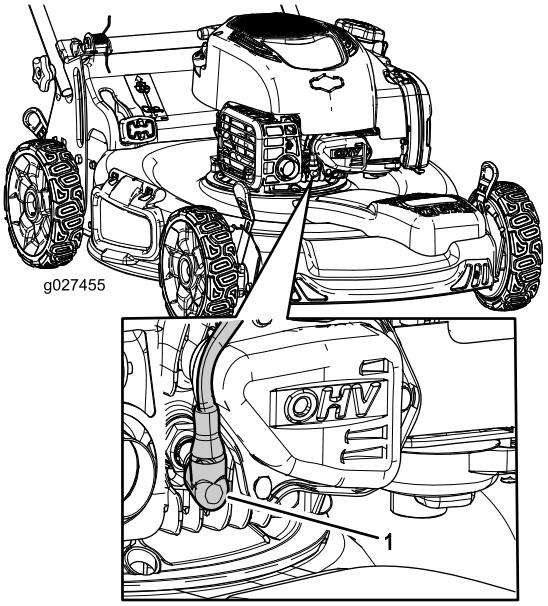

Figure 30
2. Débranchez le fil de la bougie (Figure 30).